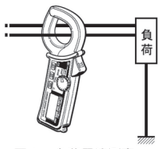

図１．負荷電流測定
(1) レンジスイッチを任意の位置（被測定電流が、レンジの測定範囲を超えないこと）にセットします。
(2) 通常の測定（図１、２参照）